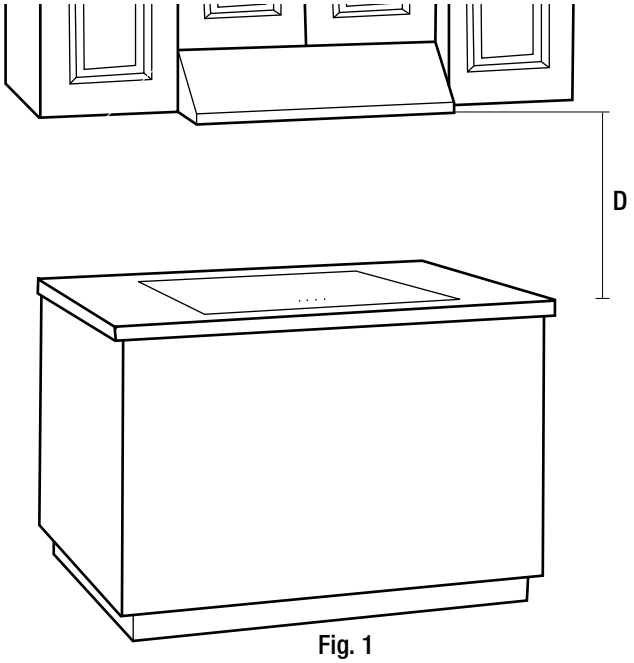

Fig. 1
4. Si vous choisissez d'installer la hotte, comme ci-dessous (Fig. 1), à la distance (D) de la surface de cuisson, prenez des précautions supplémentaires car la hotte peut être très chaude au toucher. Pour cette unité, la distance (D dans la fig. 1) est de 458mm - 710mm (18 po - 28 po). Si vous choisissez une l'installation de 18po., la température de la surface de la hotte sera élevée si l'appareil est utilisé pendant une cuisson à haute puissance pour un certain temps.